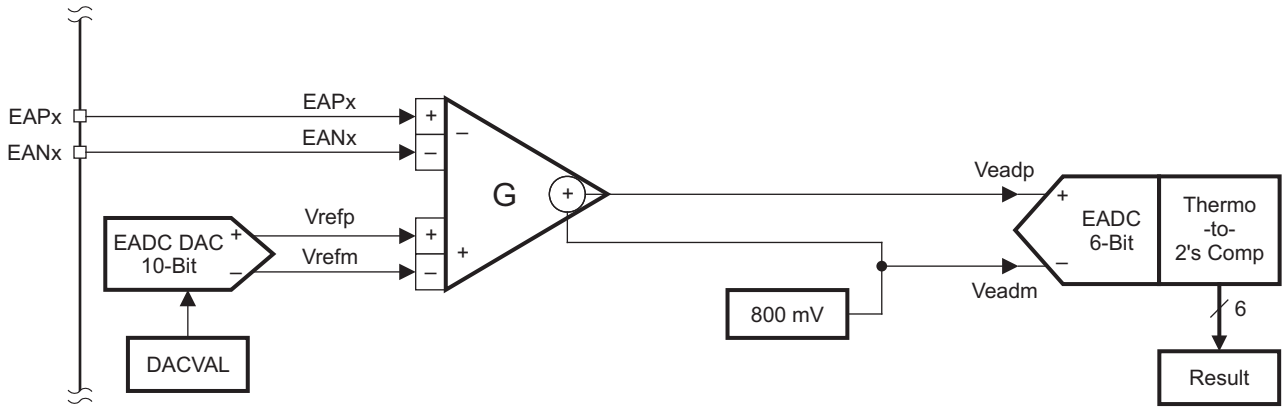

**Figure 4. Error ADC Module**
The EADC module within the UCD30xx is shown in Figure 4. It contains a differential input, switch-capacitor filter circuit for receiving the differential voltage signal (signal being sensed) from external pins EAPx and EANx. It is compared with an internal 10-bit DAC output in order to measure the error voltage signal. Gain control (G) is provided in the amplifier for 1-, 2-, 4-, or 8-times amplification of the differential error signal. This error signal is then summed with an internal reference voltage (800 mV) and compared against this same reference voltage as input to the EADC module. Thus the error signal input to EADC is: